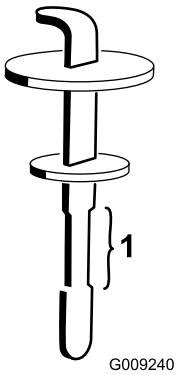

**Figuur 133**
5. Verwijder de peilstok uit de vulbuis en veeg deze af met een schone doek. Steek de peilstok in de vulbuis, haal hem er vervolgens weer uit en controleer het vloeistofpeil (Figuur 133).